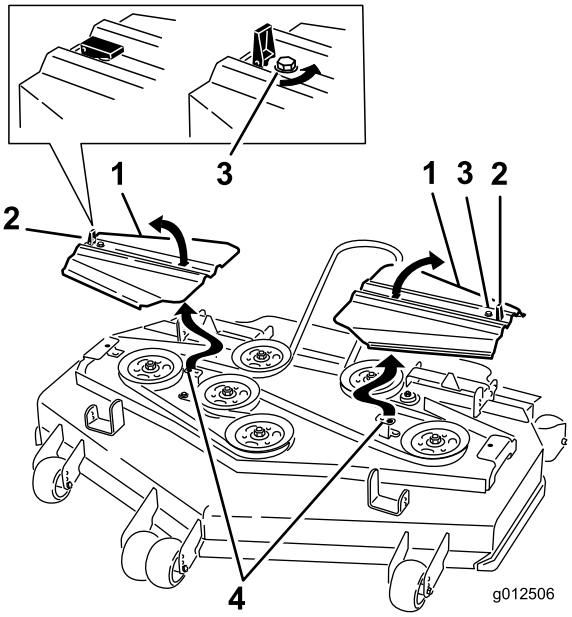

Figuur 62
12. Plaats de drijfriemkappen met de lippen in de sleuven. Monteer de schroeven en maak de sluitingen vast (Figuur 62).